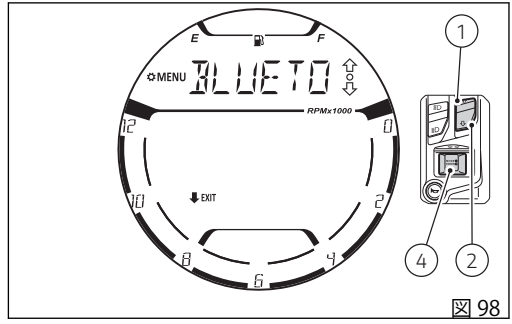

図 98
Bluetooth デバイスを削除するには、まず SETTING MENU に入ります。ボタン (1) またはボタン (2) で "BLUETOOTH" を表示し、ボタン (4) を押します。機能 (図 98) に入ると、ボタン (1) とボタン (2) を使用して削除したいデバイスをリストから選択します。削除に進むには、ボタン (4) を押します。